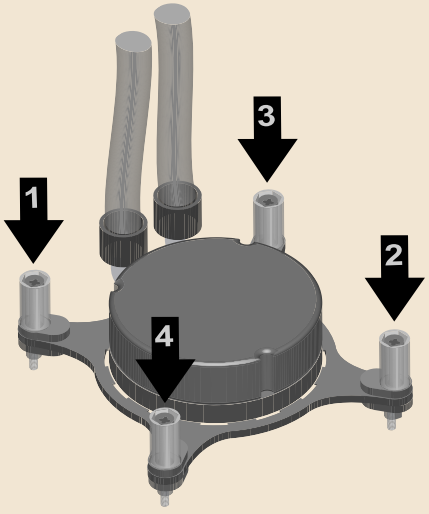

Figura 20.4: Aperte os parafusos.
8. Aperte os parafusos, preferencialmente em "X", isto é, na sequência indicada na Figura 20.4.